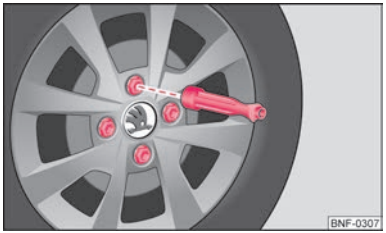

Fig. 105 Changing a wheel: Loosen the wheel bolts using the hexagon socket in the screwdriver handle.
– After raising the vehicle ⇒ page 130 fully unscrew the loosened wheel bolts with the hexagon socket in the screwdriver handle ⇒ Fig. 105.
The **anti-theft wheel bolt** must be screwed with a wheel with full wheel trim at position ② ⇒ Fig. 105 B opposite the valve ①. Otherwise the full wheel trim cannot be installed.